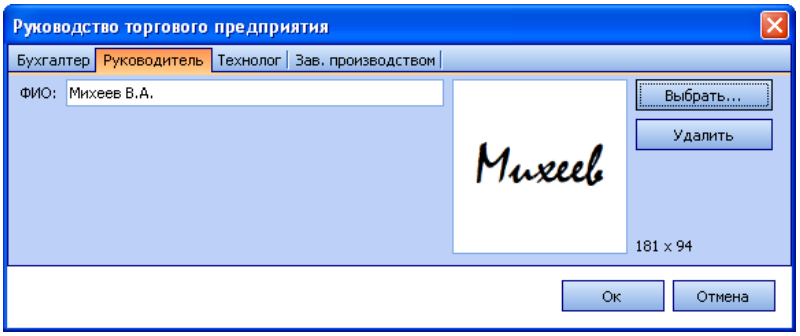

Рисунок 8 Настройка ФИО и факсимиле должностного лица предприятия – Руководитель
2. Нажмите кнопку ..., расположенную справа от поля с нужной должностью. Откроется окно **Руководство торгового предприятия** (см. Рисунок 8).